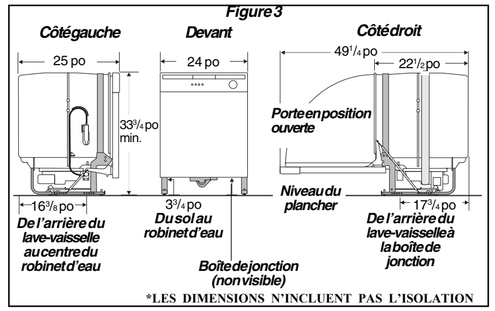

Figure 3
1. Revoyez les dimensions données à la **figure 3** pour situer les raccordements de vidange, d'eau et d'électricité.
2. Notez les emplacements de la boîte de jonction électrique du lave-vaisselle et de l'alimentation électrique sur le côté droit en dessous de l'appareil, derrière la plaque inférieure. **Voir figure 3**.
1. Déterminez où vous brancherez à l'alimentation d'eau chaude. Revoyez la **figure 3** et notez l'emplacement du robinet.